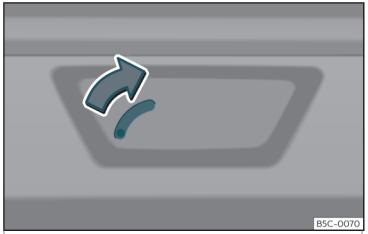

Fig. 81 Detalle del maletero: desbloqueo de emergencia.
- Introduzca el espadín de la llave en la ranura y desplace la llave en el sentido de la flecha hasta que la cerradura se desbloquee ››› **fig. 81**.